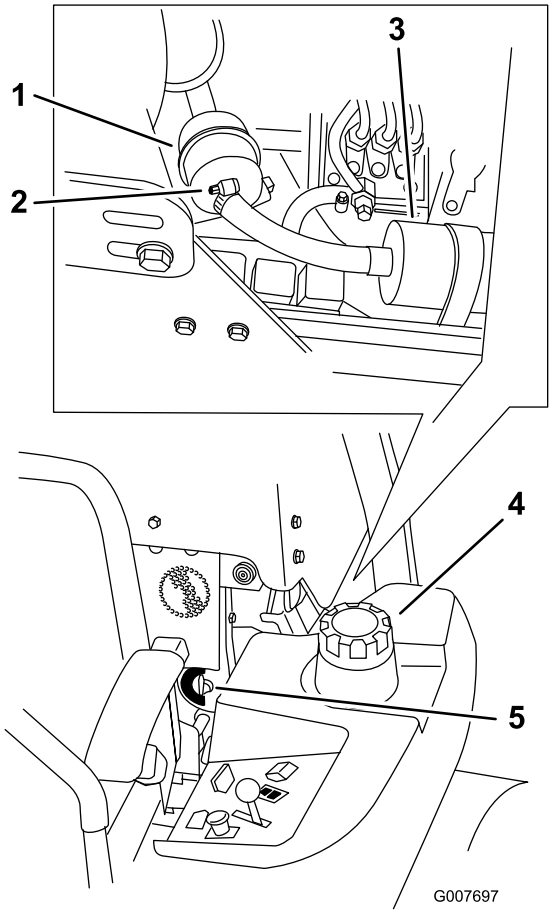

Figuur 52
4. Sluit de brandstofafsluitklep(Figuur 52).
5. Maak de slangklemmen los en ontkoppel de brandstofslangen van het brandstoffilter (Figuur 52).
6. Plaats een nieuw filter. Sluit de brandstofslangen aan op het brandstoffilter en monteer de slangklemmen (Figuur 52).